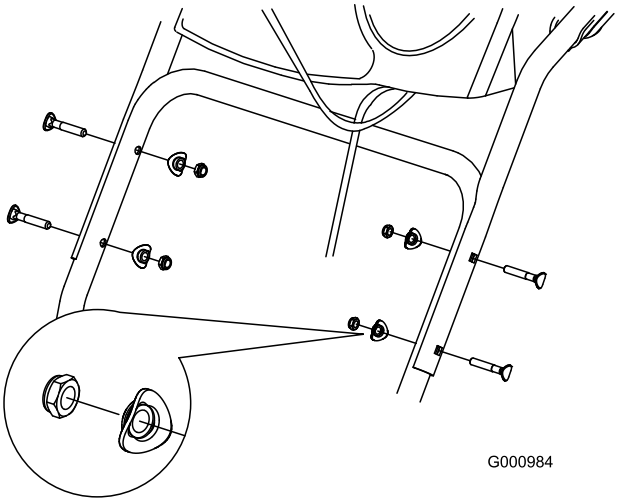

Rysunek 5
2. Zamocuj górny uchwyt za pomocą 4 śrub, 4 podkładek wygiętych i 4 nakrętek zabezpieczających, które znajdują się w woreczku z częściami (Rysunek 5).